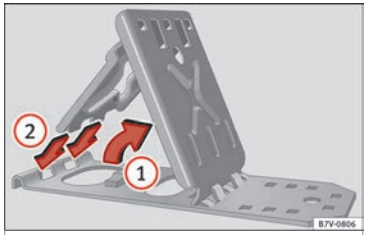

Bild 102 Fälla ut de hopfällbara hjulkilarna.
- Lyft upp bottenplattan **››› bild 102** (1).
- För in de två "stöden" i monteringsplattan i de långa öppningarna i basplattan (2).